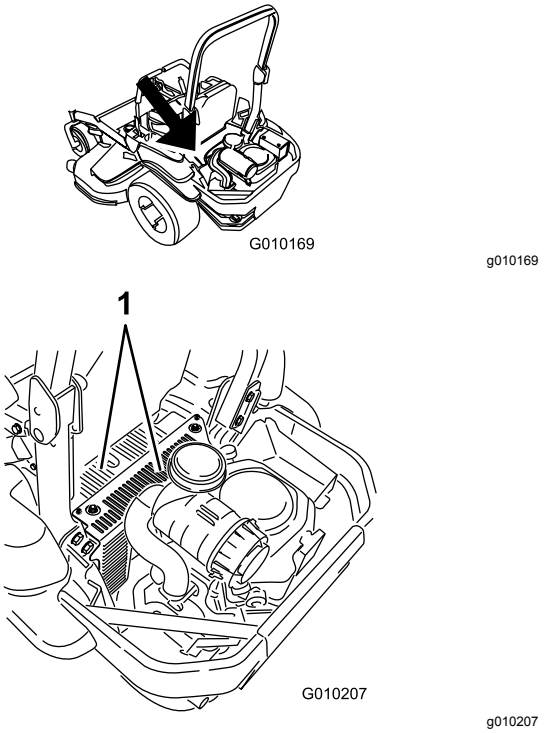

Figuur 77
5. Verwijder vuil en gras van de schermen van de hydraulische eenheid (Figuur 77).